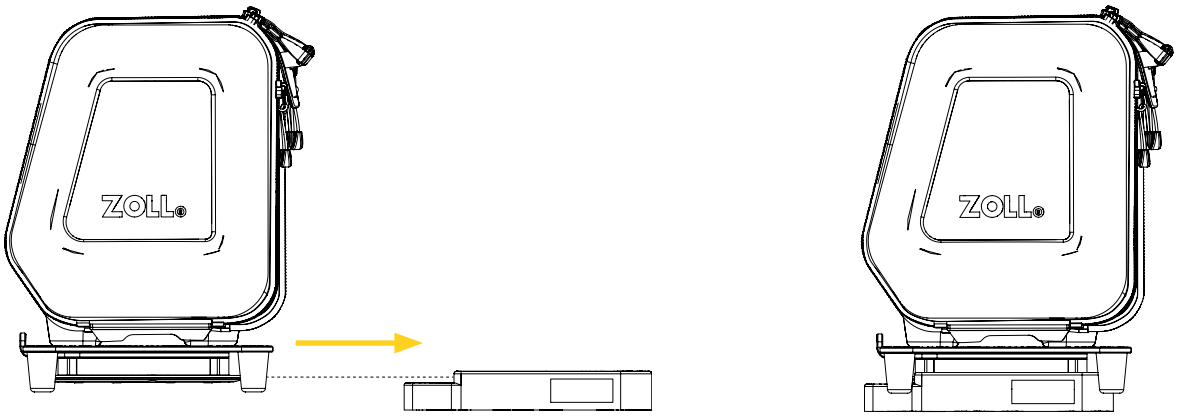

Figure 7: Installing the Bracket Pro Serie 27 – FL on the mounting system
1. Align and insert the standard bottom disc located under the Bracket Pro Serie 27 – FL on the mounting system horizontally until it locks (Figure 7), paying close attention not to wedge the power cords or tubing.